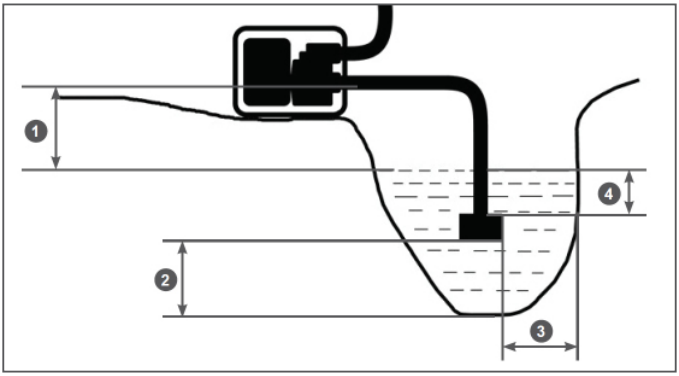

Рис. 7 Расположение мотопомпы и всасывающего фильтра
с установленным фильтром соблюдайте все требования, указанные на Рис. 7.
2. Необходимо установить мотопомпу как можно ближе к водоему (емкости). Чем меньше высота расположения мотопомпы по отношению к уровню забора воды (Рис. 7 п. 1), тем быстрее происходит всасывание воды и выше производительность насоса.
Не превышайте высоту расположения мотопомпы по отношению к уровню забора воды (Рис. 7).
В процессе выкачивания воды из водоема (емкости) уровень воды в водоеме будет естественным образом понижаться. Если требуемые расстояния (Рис. 7) между всасывающим фильтром и стенками, а также дном водоема не соблюдаются, выкачивание воды следует прекратить.